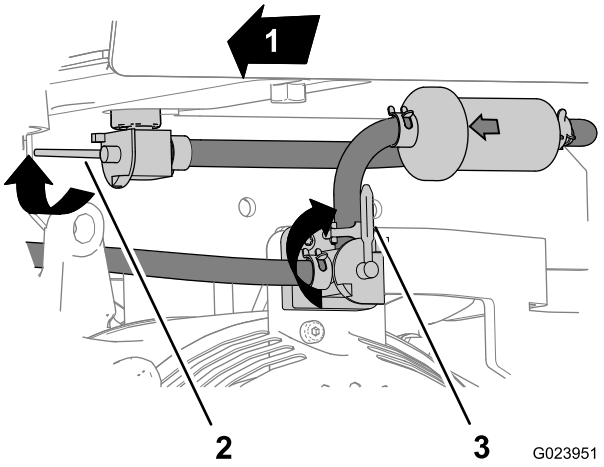

Figure 2
1. Tournez le levier vers l'avant et le haut pour fermer le robinet d'arrivée de carburant du réservoir (Figure 2).
3. Tournez la commande du moteur dans le sens horaire à la position Arrêt, et laissez refroidir le moteur (Figure 2).
5. Retirez le collier et le flexible du raccord cannelé au sommet de la commande du moteur (Figure 2).
7. Tournez le robinet d'arrivée de carburant du réservoir de carburant en arrière et le bas à la position Ouverte (Figure 2).
8. Rebranchez le flexible au raccord cannelé et reposez le collier au sommet de la commande du moteur (Figure 2).